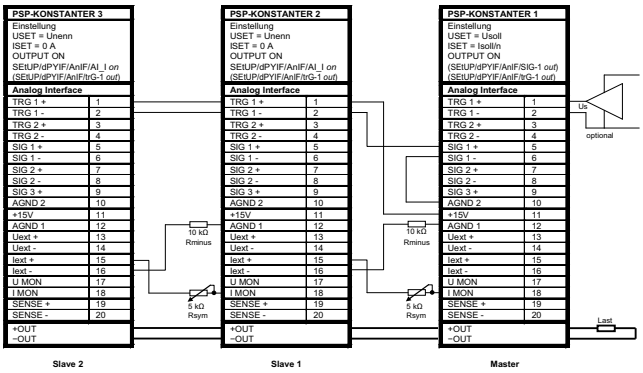

Figure 7.9.2 Wiring for Master-Slave Parallel Connection
- Connect master and slave devices as shown in figure 7.9.2.
- In order to assure that the slaves' OUTPUT ON status is activated along with the master's OUTPUT ON status via the signal output and trigger input circuit as shown in figure 7.9.2, "SEtUP/dPYIF/AnIF/SiG-(x1) out" must be selected at the master and "SEtUP/dPYIF/AnIF/trG-(x2) out" must be selected at the slaves, (x1) and (x2) in example 1.